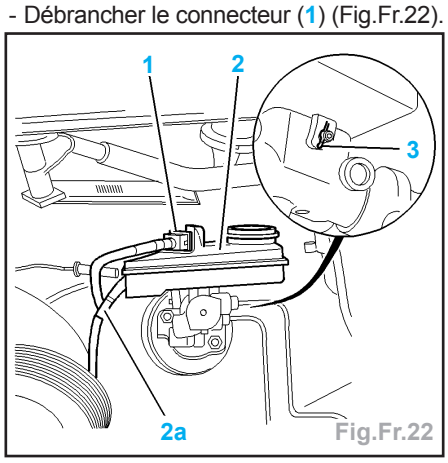

Fig.Fr.22
- Débrancher le connecteur (1) (Fig.Fr.22).